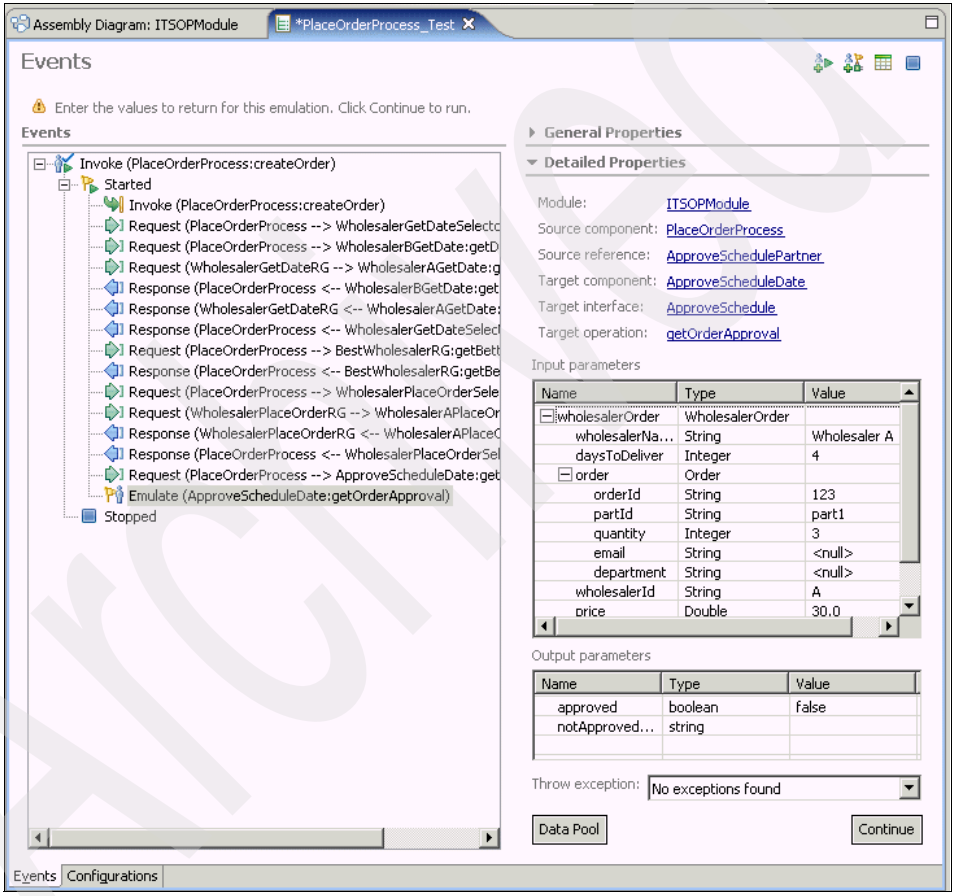

Figure 13-74 The PlaceOrderProcess Integration Test Client Events page
7. The process is now initiated. It pauses when it reaches the ApproveScheduleDate Human Task activity, which we decided to emulate. Figure 13-74 shows how the Integration Test Client events page looks now.